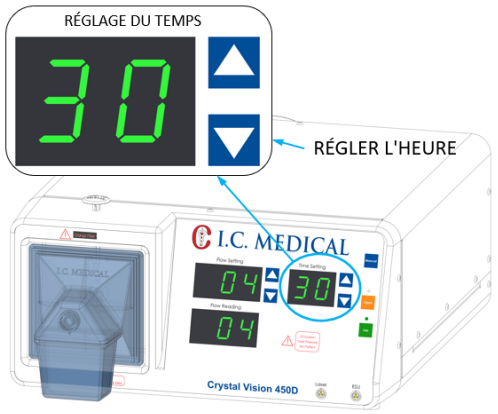

Figure 14 : Réglage du temps.
5. Les boutons de RÉGLAGE DU TEMPS (boutons fléchés Haut et Bas) (Figure14) varient la durée pendant laquelle l'appareil CRYSTAL VISION® continue à aspirer de la fumée, de la vapeur et des gaz du site opératoire. Les débits faibles dans le pneumopéritoine limitent la quantité de gaz qui peut être évacuée du pneumopéritoine sans provoquer le dégonflage de l'abdomen. Dans de tels cas, il est très utile de limiter le débit à une valeur pouvant être fournie par l'insufflateur. Pour prolonger la durée de fonctionnement de l'appareil CRYSTAL VISION® après le relâchement de la pédale (ou de l'interrupteur manuel). Cela permet d'éliminer un plus grand volume de gaz de l'abdomen et donc de réduire la quantité de fumée résiduelle qui reste dans l'abdomen. La situation idéale est d'augmenter le flux dans l'abdomen. Voir la boîte mise en évidence intitulé « POUR DE MEILLEURS RÉSULTATS » dans la section OPÉRATION LAPAROSCOPIQUE qui suit.
L'AFFICHAGE POUR TEMPS (COMPTEUR) (Figure 14) indique la durée pendant laquelle l'appareil CRYSTAL VISION® fonctionnera après la désactivation de l'interrupteur au pied, ou de l'interrupteur à main (2 sec min - 30 sec max)